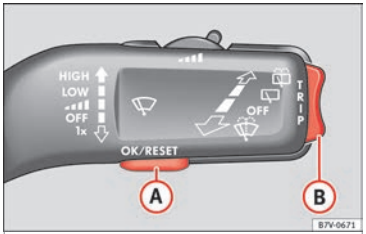
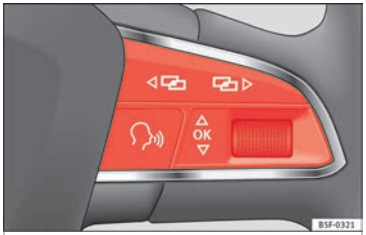

Fig. 44 Windscreen wiper lever: buttons to access the instrument panel menus
Fig. 45 Multifunction steering wheel: buttons to access the instrument panel menus
- If a message or vehicle symbol is displayed, press OK (››› **Fig. 44** Ⓐ or ››› **Fig. 45**).
- Press rocker switch ››› **Fig. 44** Ⓑ upwards or downwards, or, on the multifunction steering wheel, turn the thumbwheel until you reach the required menu option.